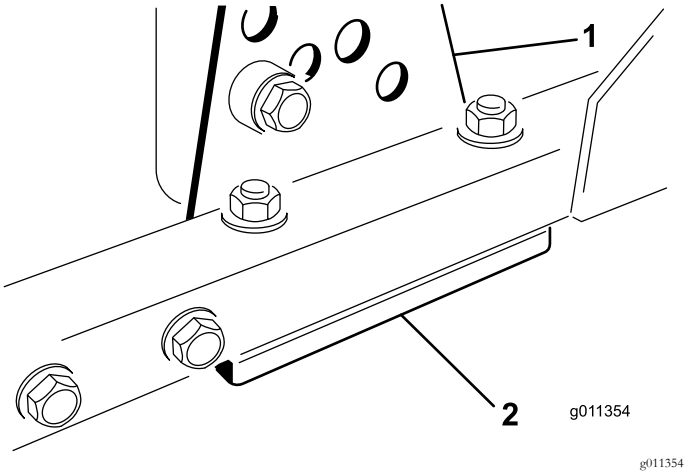

Figur 73
1. Avlägsna klipphöjdsfästet (främre, vänstra eller högra) från däckramen (Figur 73).
2. Justera mellanlägg på 1,5 mm och/eller 0,7 mm mellan däckramen och fästet för att erhålla önskad höjdinställning (Figur 73).